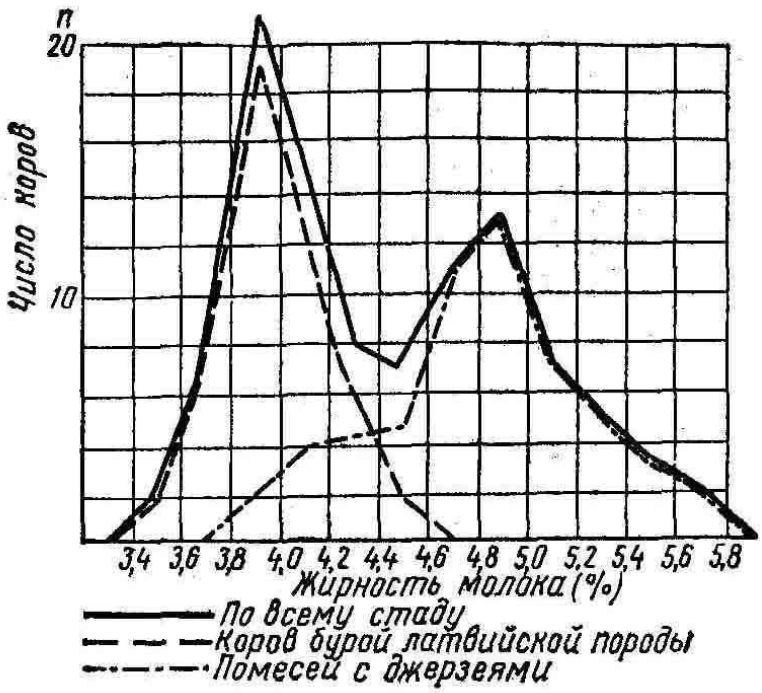

Рисунок 4 – Двухвершинная кривая.
4) Двухвершинные кривые (рис.4) характерны для смешанного материала, например для животных разных пород, или выращенных в крайне неодинаковых условиях, или резко отличающихся по наследственности.